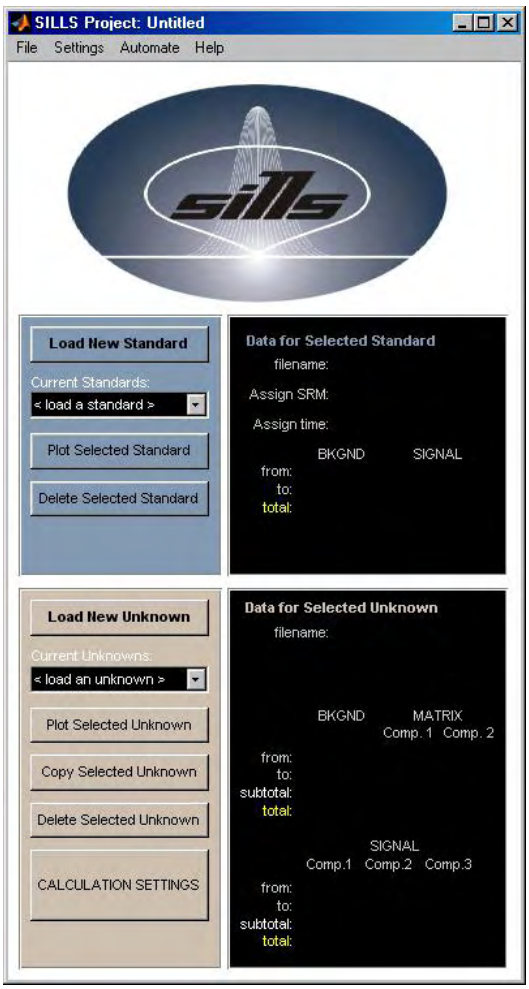

Fig. 2: The SILLS Control Panel
- The SILLS control panel will appear (Fig. 2):